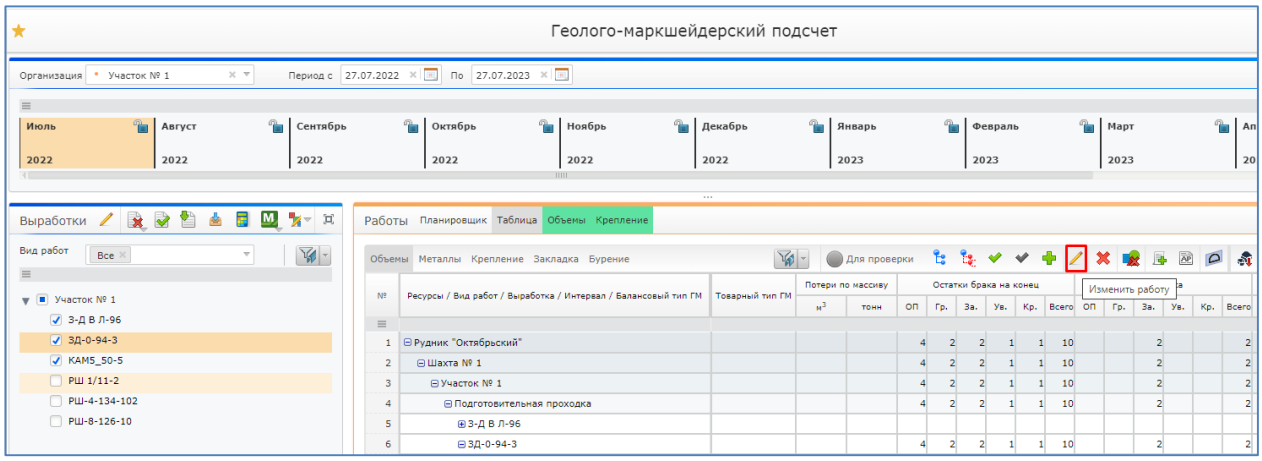

Рисунок 45. Кнопка «Изменить работу»
4. Нажать на работу выработки. Нажать на кнопку «Изменить работу» (Рисунок 45).